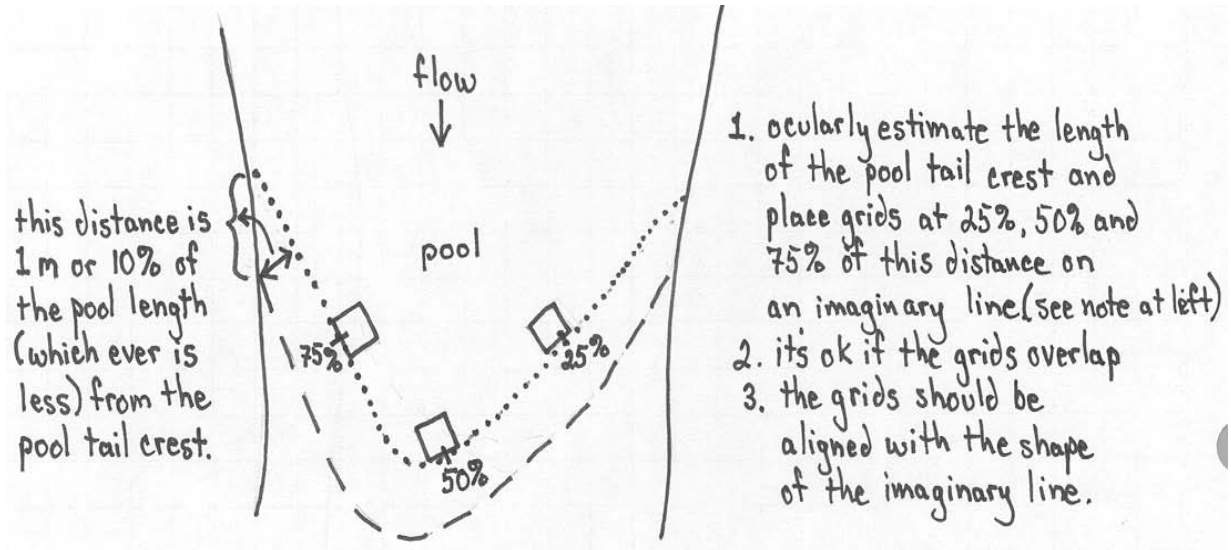

**Figure 15**. Example of where to place fines grid on a pool tail at 25%, 50% and 75%.
a. Place the bottom edge of the grid upstream from the pool-tail crest a distance equal to 10% of the pool's length or one meter, whichever is less. Make sure that the grid is parallel to and following the shape of the pool-tail crest. (It is important to note that the pool tail crest is not always exactly perpendicular to the channel, See figure 15 below.)